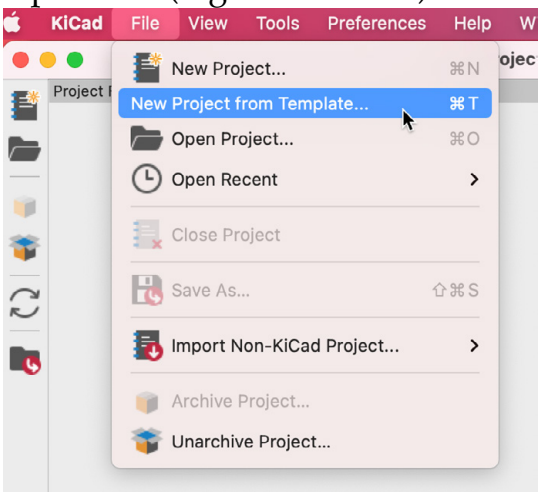

Figure 13.31.1.2: Create a new project from a template.
Start KiCad and open the main project window. From the File menu, select “New Project from Template…” (Figure 13.31.1.2).
The Project Template Selector window will (Figure 13.31.1.3). Select the “System Templates” tab (1), use the scroller to pan the project templates left and right, and find the Arduino Mini template. Click to select it (2).